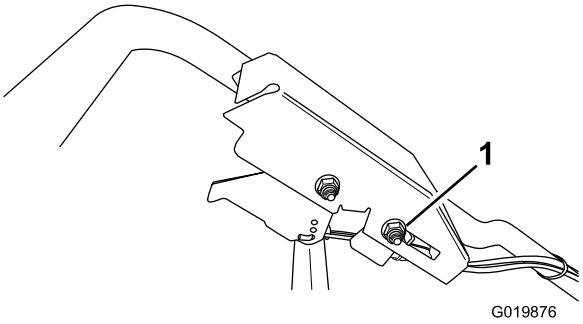

Figura 38
2. Afloje la tuerca del soporte del cable (Figura 38).